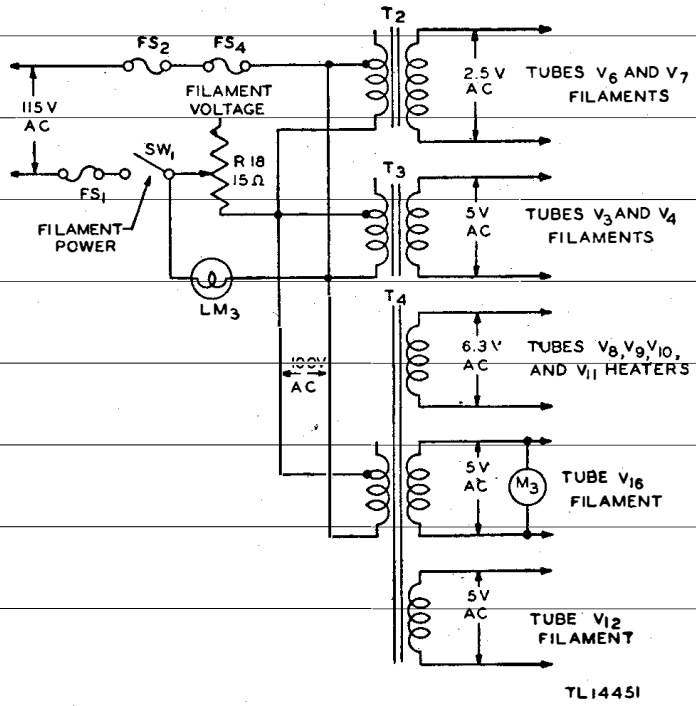

Figure 77. FILAMENT VOLTAGE control—functional diagram.
a. Filament Voltage Control Resistor R_{18} (fig. 77). FILAMENT VOLTAGE control resistor R_{18} is located on the lower front panel of the transmitter. It controls the filament voltage to tubes V_3, V_4, V_6, V_7, V_{12}, and V_{16} and the heater voltage to tubes V_8, V_9, V_{10}, and V_{11}. Resistor R_{18} is connected in series with the line voltage and the 100-volt taps on the primary windings of transformers T_2, T_3, and T_4. Correct filament voltage is obtained from secondary windings on these transformers by proper adjustment of the primary voltage.